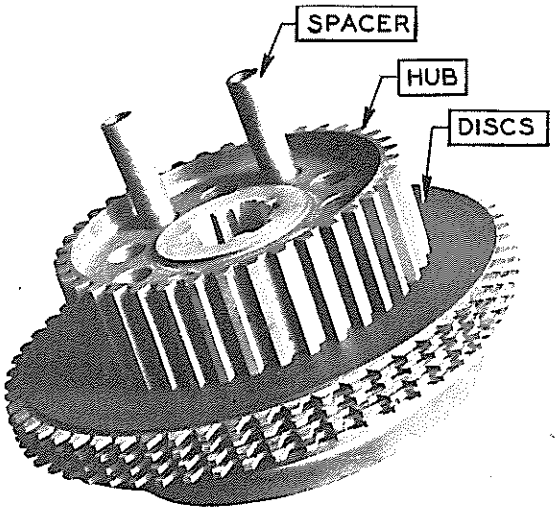

FIG. 18
5. Hold shifter plate firmly in place and turn hub assembly so that shifter plate is now on bench. Figure 18.
6. Place a spacer in each hole in hub through center of springs. Figure 18.
7. Stack discs alternately on hub beginning with a friction disc. Figure 18.